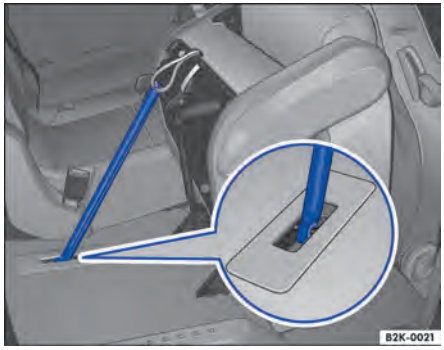

Fig. 74 Segunda fila de asientos: fijar el asiento volcado con una barra de seguridad.
3. Suelte la barra de seguridad del soporte y presiónela en el anclaje del asiento hasta que quede bloqueada → Fig. 74.